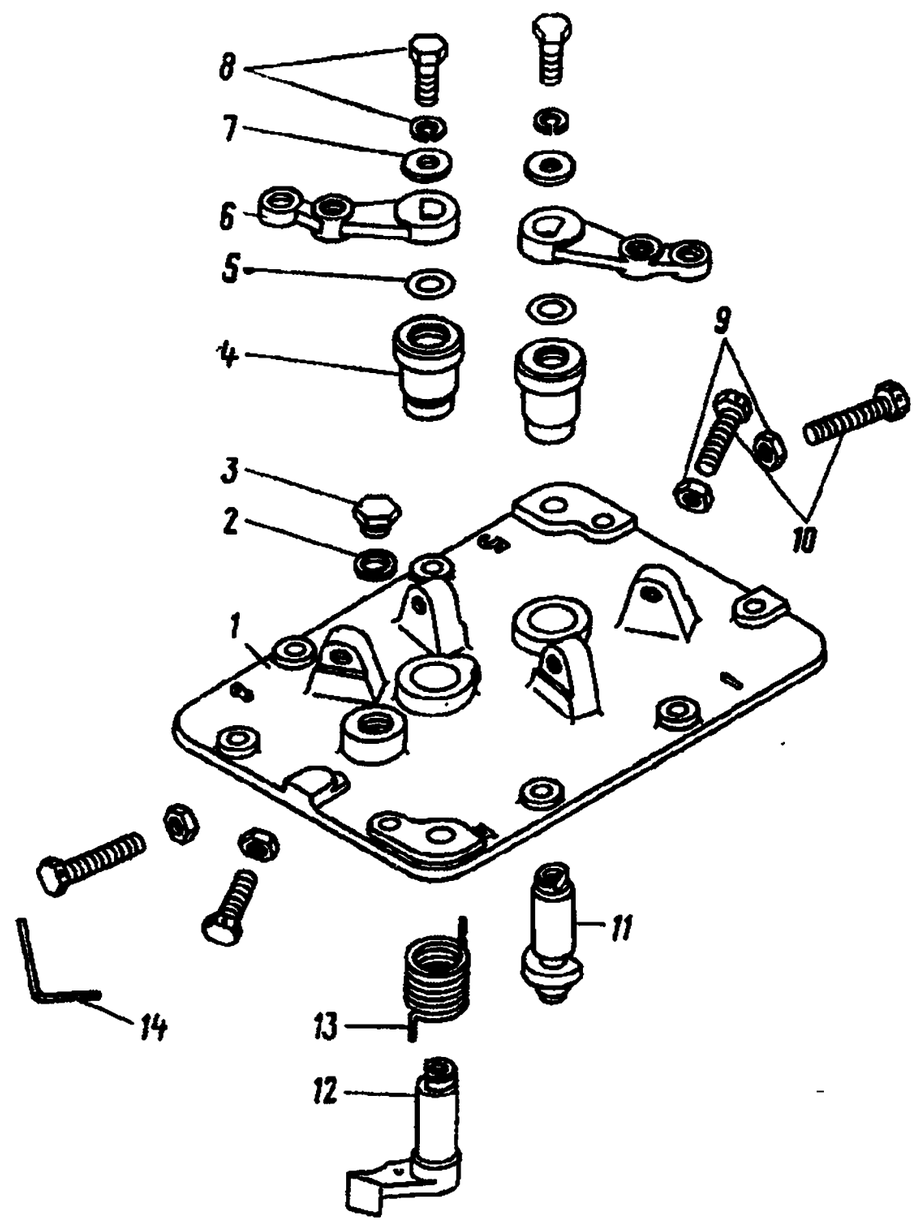

Рис. 86. Крышка регулятора верхняя в сборе:
22. Выверните болты *8* (рис. 86) с пружинными и плоскими шайбами *7*, снимите рычаги *6*, вал *11* рычага управления, кольцо *5* уплотнительное, выпрессуйте втулку *4* рычага управления, снимите рычаг *12* выключения подачи и возвратную пружину *13*	Ключ 10 мм, оправка